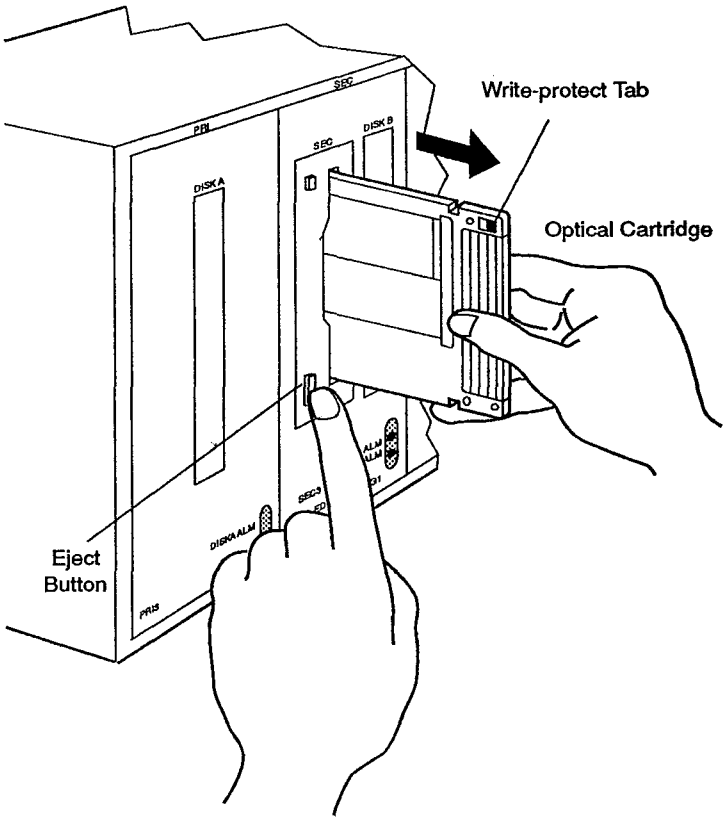

Figure 8-2. Removing an Optical Cartridge
7. Pull the optical cartridge out of the optical drive. Figure 8-2 shows the normal way to remove an optical cartridge.